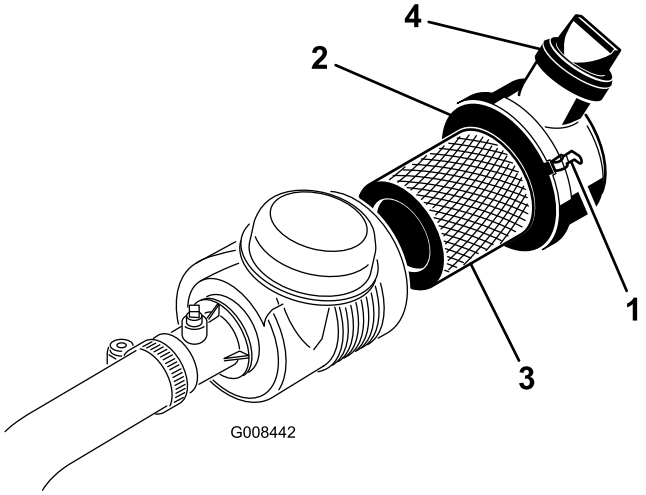

Figur 37
1. Utløs låsene som fester luftrenserdekslet til luftrenserhuset (Figur 37).
7. Sett dekslet på igjen, og fest låsene (Figur 37).